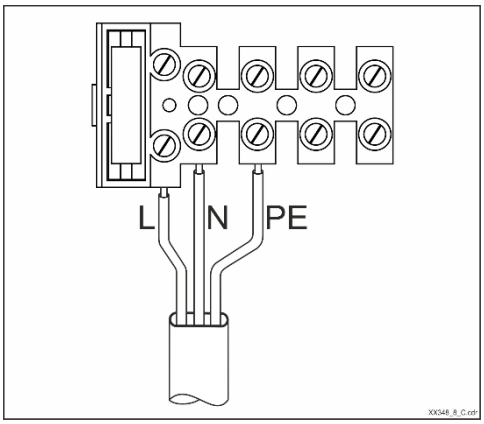

Rys.1 Podłączenie zasilania sieciowego do listwy zaciskowej
5. Wykonać podłączenie kabla zasilania sieciowego zgodnie z rysunkiem poniżej (Rys. 1). Przewody sieciowe L, N, i PE powinny być odizolowane na długości 7mm i umocowane w listwie zaciskowej w ten sposób, aby odizolowana część przewodu znajdowała się wewnątrz terminala zaciskowego.